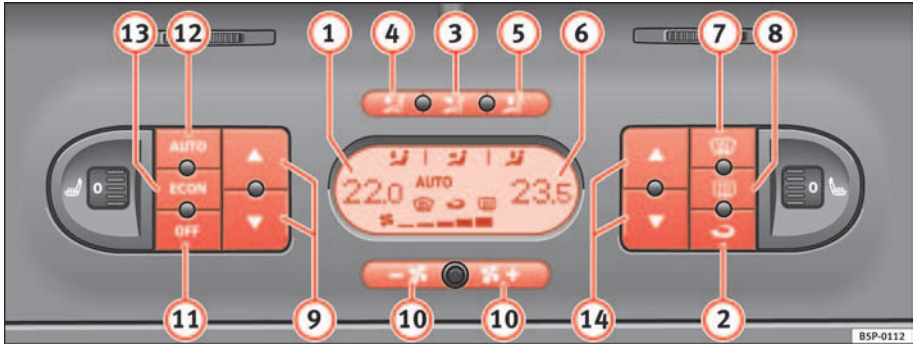

Fig. 127 On the dash panel: 2C Climatronic controls
– To enter manual mode, press one of the buttons ⇒ fig. 127 (3) to (5), ECON or turn the air flow control (10). The symbol AUTO will disappear from the display. ▶
– Press the button ⇒ page 152, fig. 127 (2) to switch air recirculation mode on or off. It is switched on if the following symbol appears in the display .